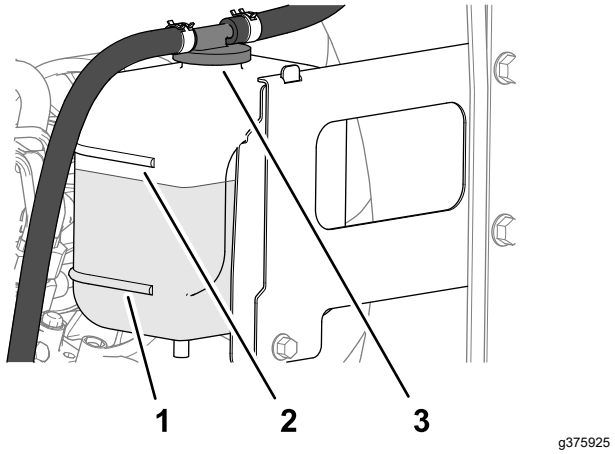

Figuur 108
3. Controleer het koelvloeistofpeil in de expansietank (Figuur 108).